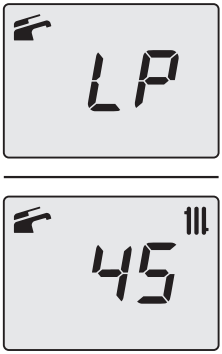

Figure 9.22
- Scroll through the various parameters by pressing the keys 13 (back) or 15 (forward) until **LP**, which alternates with the minimum heating water temperature (e.g.**45**), appears on the LCD display indicating the activation of the "chimney sweep function" at minimum power (Figure 9.22).